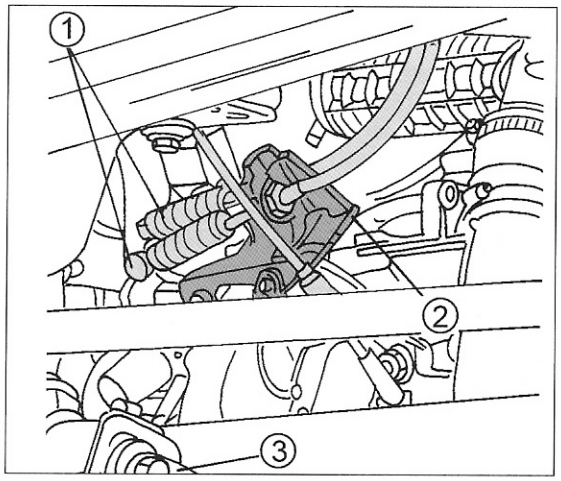

Bild 204
● Die folgenden Arbeiten unter Bezug auf Bild 204 durchführen: Die beiden Schaltseile (1) abschließen, das Widerlager der Schaltseilbefestigung (2) abschrauben und die Drehmomentstütze (3) abschrauben.
- Die Drehmomentstütze (3) in Bild 204 wird mit 90 Nm angezogen.
4 Schaltseilwiderlager (siehe „2" in Bild 204)